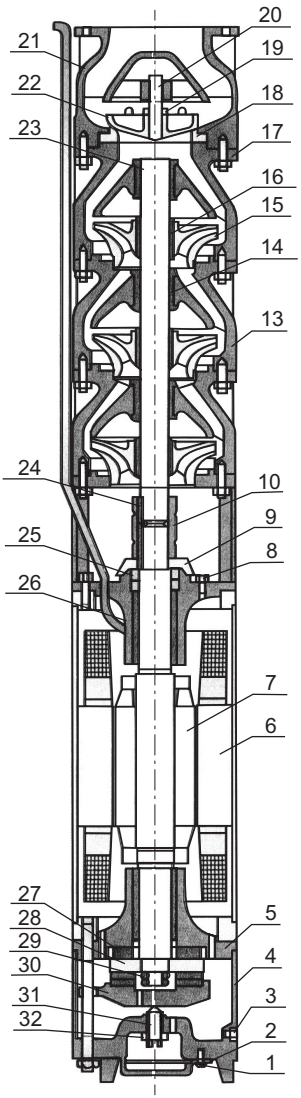

Рис. 1
1.4.5 Электродвигатель трёхфазный, асинхронного типа, водонаполненный, проточный, состоит из следующих основных узлов: кожуха, статора, ротора. Полость двигателя заполнена водой через заливные отверстия, поз. 8 рис.1 находящиеся на верхнем кронштейне электродвигателя поз. 26, рис. 1. Для доступа к отверстиям необходимо открутить защитную сетку. После залива воды в электродвигатель, отверстия необходимо закрыть винтами-заглушками. Защитную сетку установить на место. Вода служит для отвода тепла от ротора и статора, а также для смазки подшипников скольжения.